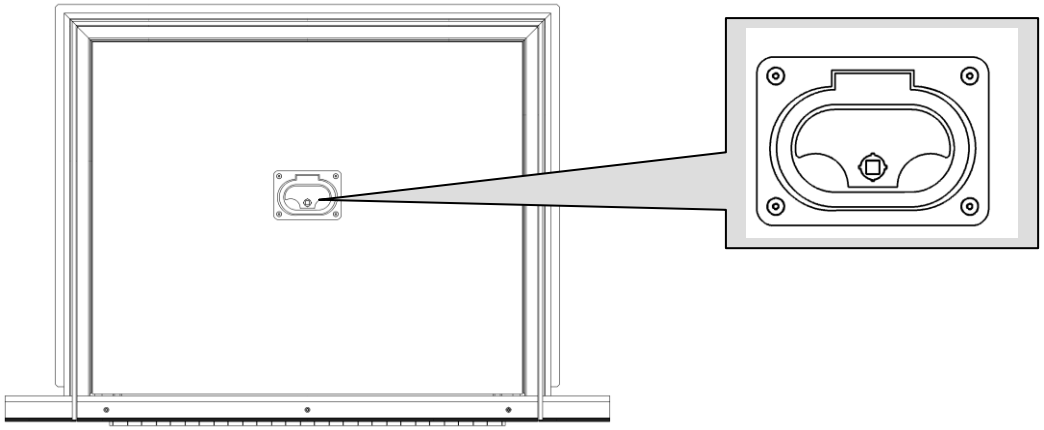

Rys. 2 Uchwyt duży – służący do ręcznego otwierania rampy
2. Przy pomocy uchwytu dużego (opcja) znajdującego się bezpośrednio na rampie (Rys.2).